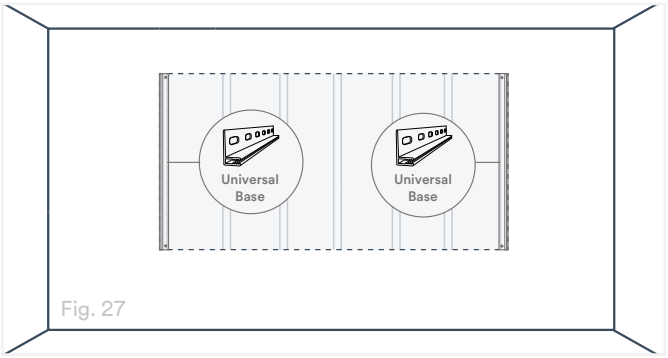
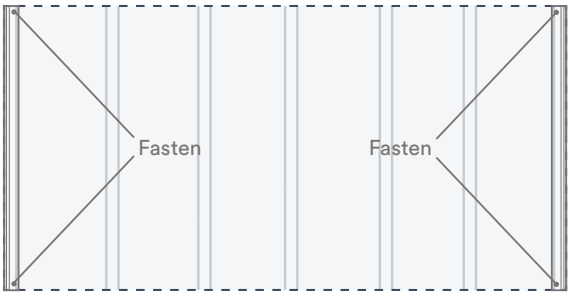

Fig. 27
Fig. 28
6. Install the vertical Snap-In J Trim to the wall. Align the Universal Base with the first and last vertical stud lines you marked with the screw flange pointing into the SlatWall area (Fig. 27). Fasten the Universal Base at the top and bottom ends only (Fig. 28).